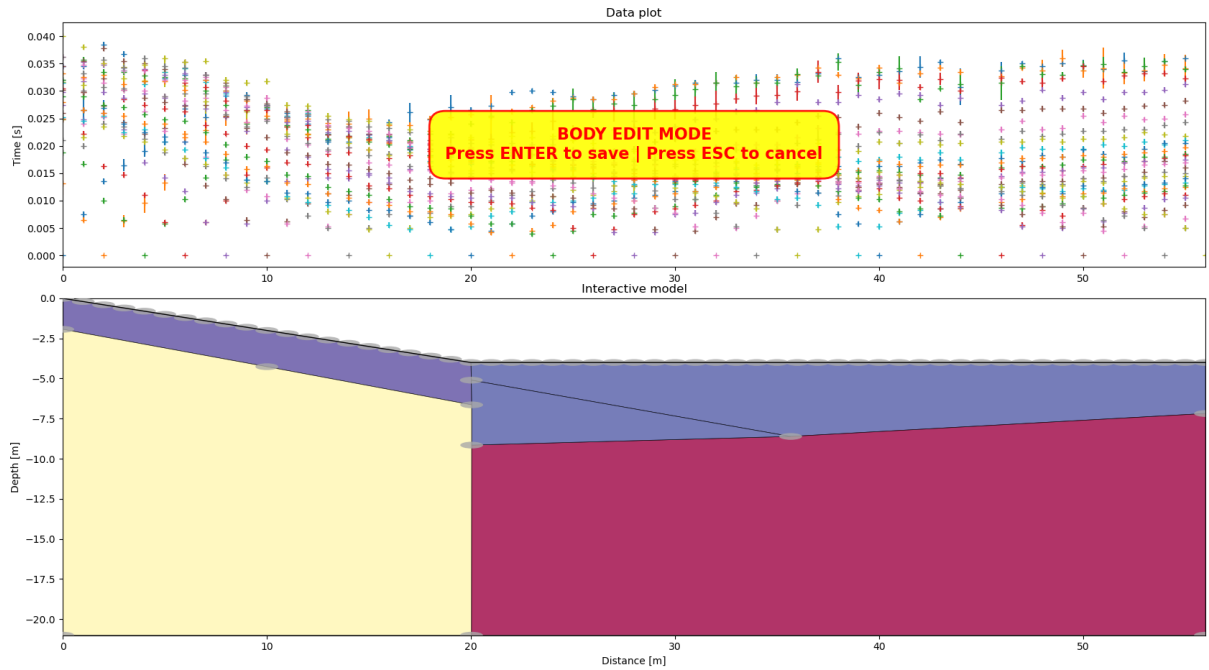

Fig. A2: Model after splitting the upper right body (the velocities of both partial bodies are the same, therefore the colors are the same).
1) Separate the upper right blue body through a diagonal line (Fig. A2).